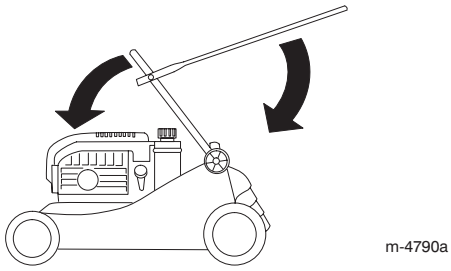

Figure 24
3. Carefully swing the lower handle section forward until it rests on the engine (Fig. 24).
4. Carefully swing the upper handle section rearward until it rests flat (Fig. 24).